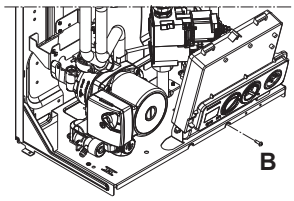

рис. 3.4
- Отвинтите винт крепления панели приборов «В» (рис. 3.4)